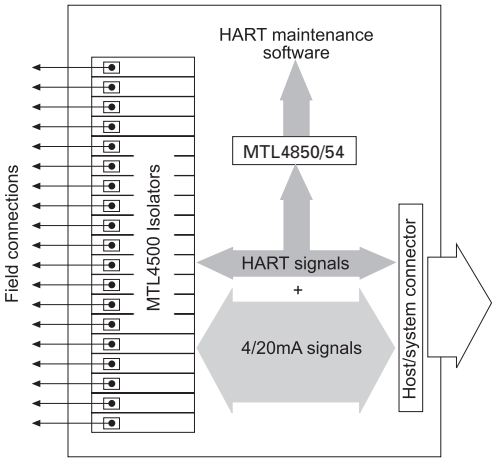

**Figure 2.4**
c) using an IS isolator backplane with a HART interface - see Figure 2.4